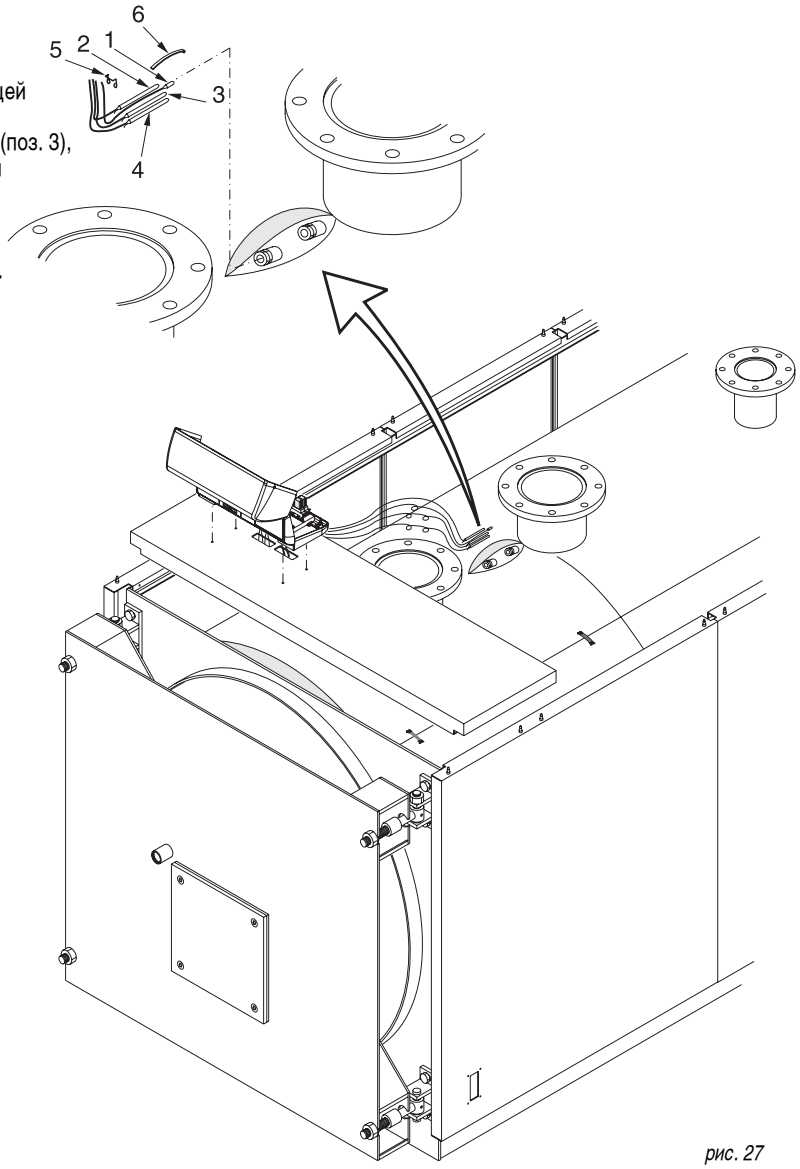

рис. 27
F) Вставьте датчики приборов в манжеты, как показано на рис. 27 и подключите пульт управления к электропитанию, к горелке, насосам, и т.д. Закройте крышку панели управления.
E) Вставьте датчики приборов в манжеты, как показано на рис. 27 и подключите пульт управления к электропитанию, к горелке, насосам, и т.д. Закройте крышку панели управления. Проведите кабель горелки через зажимную панель проводов (поз. 5) со стороны его выхода и зафиксируйте кабель при помощи прилагаемого хомута.
E) Вставьте датчики приборов в манжеты, как показано на рис. 27 и подключите панель управления к лектропитанию, к горелке, насосам, и т.д. Закройте крышку панели управления. Проведите кабель горелки через зажимную панель проводов (поз. 7) со стороны его выхода и зафиксируйте кабель при помощи прилагаемого хомута. Зафиксируйте маленькие панели (поз. 7) на боковых панелях обшивки.
Произведите установку датчиков в погружную гильзу, расположенную в верхней части котла (см. рис. 27) в следующей последовательности: датчик температуры (поз. 1), термостат рабочей температуры (поз. 2), предохранительный термостат (поз. 3), термостат минимальной температуры (поз. 4). Для улучшения контакта с котлом, рекомендуется опустить датчики на самое дно погружной гильзы.